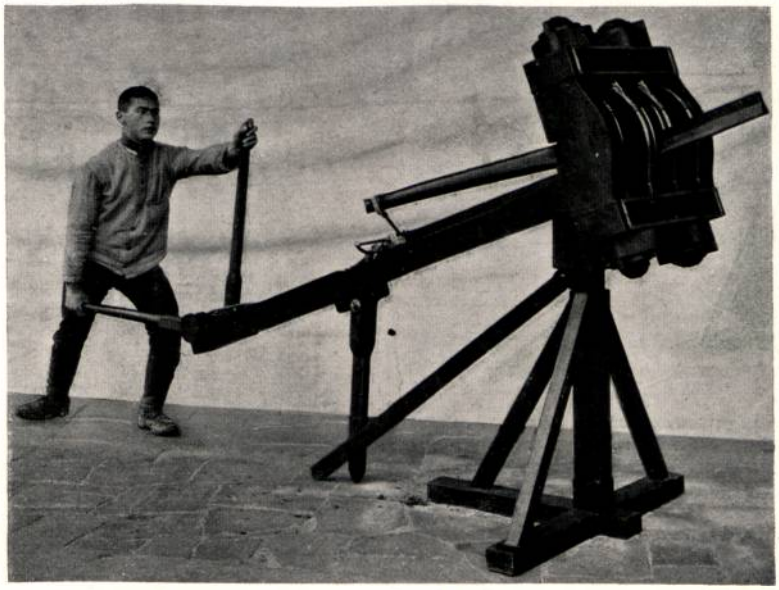

Abb. 248. Flachbahngeschütz (Euthytonon) für Pfeile; Rekonstruktion auf der Saalburg.
1) Unter Dionysius dem Älteren, Tyrann von Syrakus, kamen um 400 v. Chr. — anscheinend als Erfindung von syrischen Technikern — die Euthytona (Flachbahngeschütze) auf, deren Triebkraft in der Torsion der Tiersehnen lag (Torsionsgeschütze). Diese Art (Abb. 248) hatte — entgegen den Stand-(Bogen-)Armbrusten — unelastische Bogenarme; solche wurden auch damals vom Strand aus gegen Schiffe verwendet (Diodor. Sicul., Hist. Bibl. 14, 42; 14, 43; 14, 504; 14, 51; Plinius, Hist. nat. 7, 57). Um 360 v. Chr. kannte Aineias, der Taktiker, große Wurfmaschinen, die in Türmen standen (Aineias, Belagerungskunst 34, 5). Die Echtheit dieser Stelle wurde angezweifelt (Hug, Progr. d. Univers. Zürich 1879). Daß in Griechenland die Verwendung der Wurfmaschinen eine allgemeine war, bezeugt Aristoteles um 335 v. Chr. in seiner Schrift über Politik (Δ[H]X). Wenn diese auf 310 fallende Schrift über Athenische Politik wirklich von Aristoteles stammt, so wäre daraus (Kap. 42) bewiesen, daß damals der Unterricht am Geschütz zur Ausbildung der Epheben gehörte. — König Philipp von Mazedonien verwendete 339 v. Chr. bei der Belagerung von Perinth Pfeilgeschütze zum Säubern der Mauer (Diodoros Siculus, Hist. Bibl. 16, 74.2).
Abb. 254. Darstellung des Vorderteils eines griech.-röm. Geschützes auf einem Grabstein, um 82 n. Chr., gezeichnet vom Verfasser. — Man erkennt eine Verkleidung, wie sie zur Rekonstruktion in Abb. 248 benutzt ist. Über und unter der Verkleidung ragen die 4 Spannbündel hervor. Rechts und links sieht man Teile der Arme des Geschützes. In der Mitte der Verkleidung erkennt man das Loch für die Pfeilbahn.